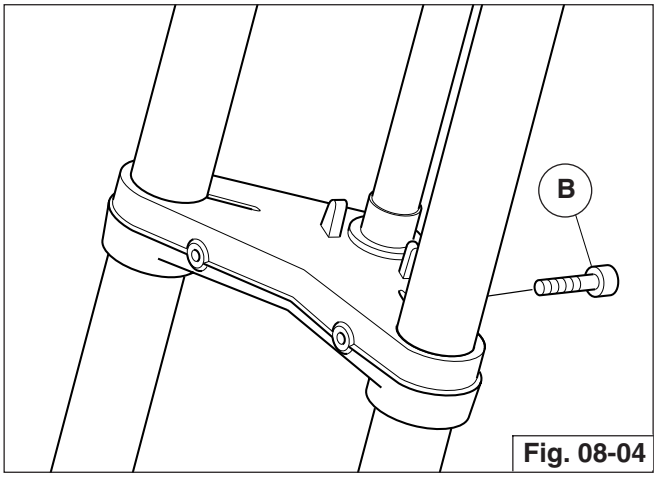

Fig. 08-04
- Svitare le 2 viti "B" di tenuta inferiori (fig. 08-04);
- Unscrew the 2 lower sealing screws "B" (fig. 08-04);